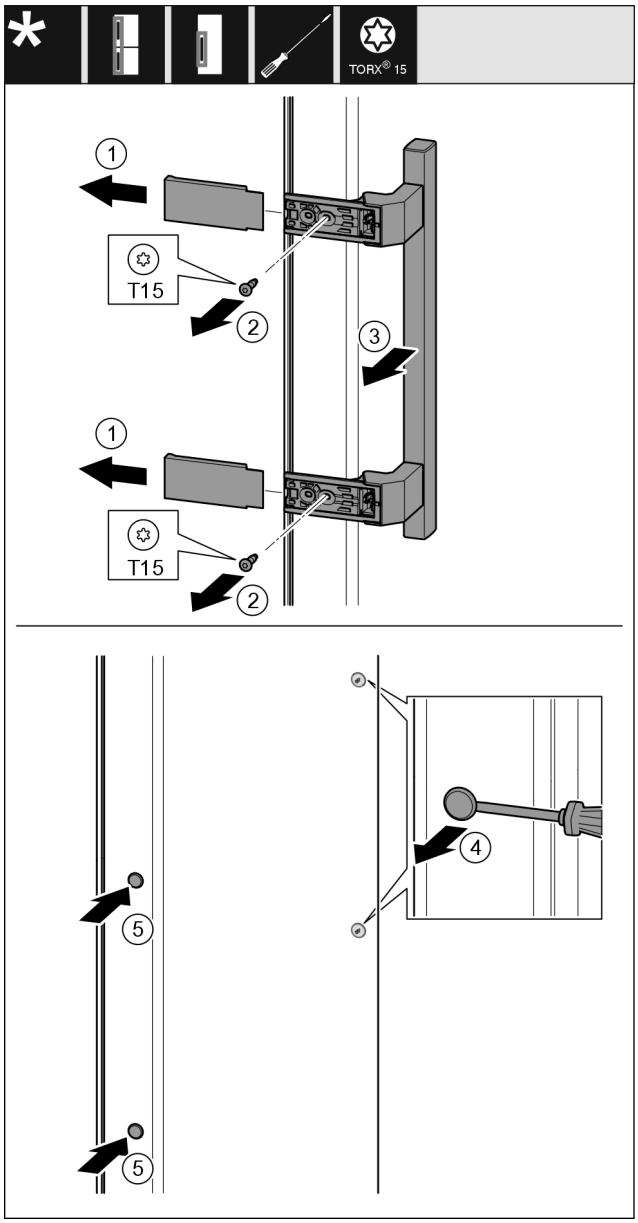

Fig. 19
▶ Stáhněte kryt *Fig. 19 (1)*.
▶ Šroubovákem vyšroubujte šrouby *Fig. 19 (2)*.
▶ Sejměte madlo *Fig. 19 (3)*.
▶ Postranní zátku *Fig. 19 (4)* opatrně plochým šroubovákem nadzvedněte a vytáhněte.
▶ Zátku *Fig. 19 (5)* opět vložte na druhé straně.